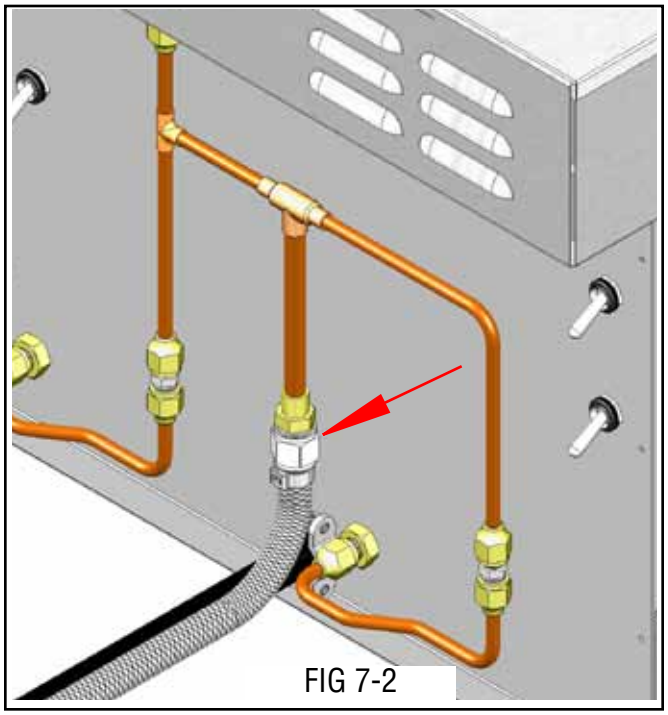

FIG 7-2
3. Flush the water line and securely attach it to the flare fitting on the center tube assembly. FIG 7-2